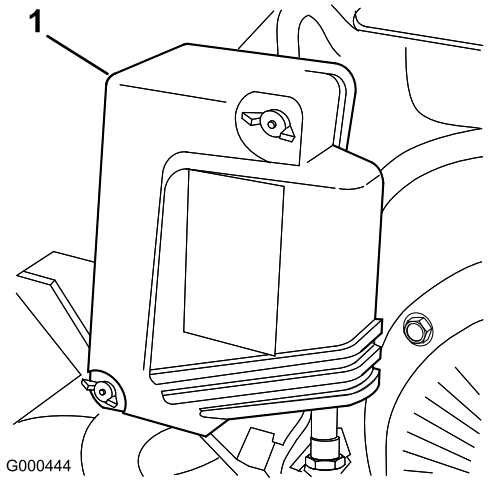

Bild 21
2. Nehmen Sie die Flügelmuttern ab, mit denen die Luftfilterabdeckung befestigt ist, und nehmen Sie sie ab (Bild 21).